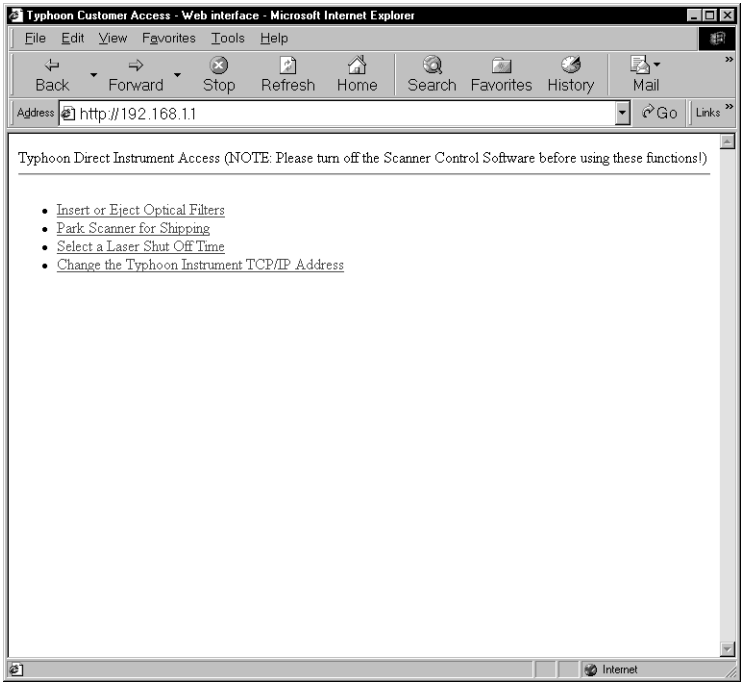
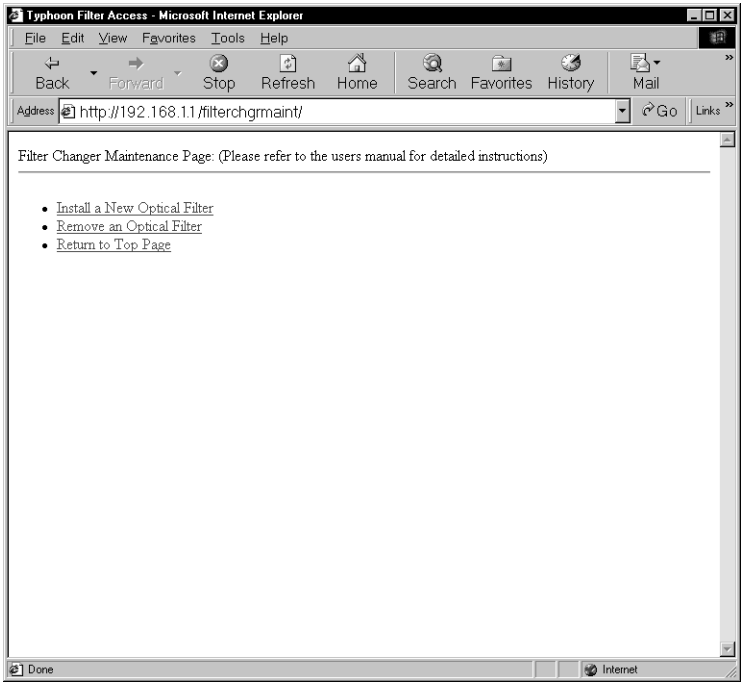

Figure 13-1. The Typhoon Direct Instrument Access window.
Figure 13-4. The Filter Changer Maintenance Page window.
4. Click **Go.** The Typhoon Direct Instrument Access window appears in the browser window (figure 13-1).
2. In the Typhoon Direct Instrument Access window (figure 13-1), click the **Insert or Eject Optical Filters** option. The Filter Changer Maintenance Page window appears (figure 13-4).
1. In the Typhoon Direct Instrument Access window (figure 13-1), click the **Insert or Eject Optical Filters** option. The Filter Changer Maintenance Page window appears (figure 13-4).